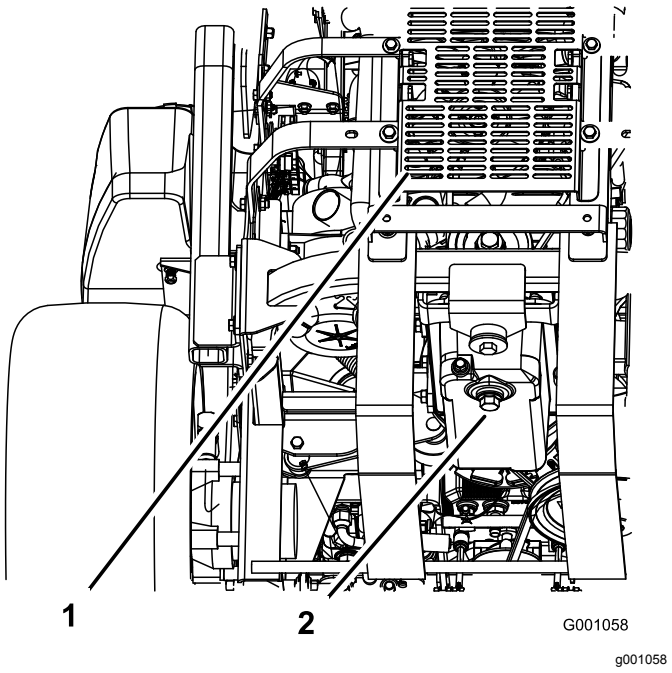

Figur 66
5. Ställ ett kärl under avtappningsröret. Ta bort avtappningspluggen och låt oljan tömmas ut helt (Figur 66).